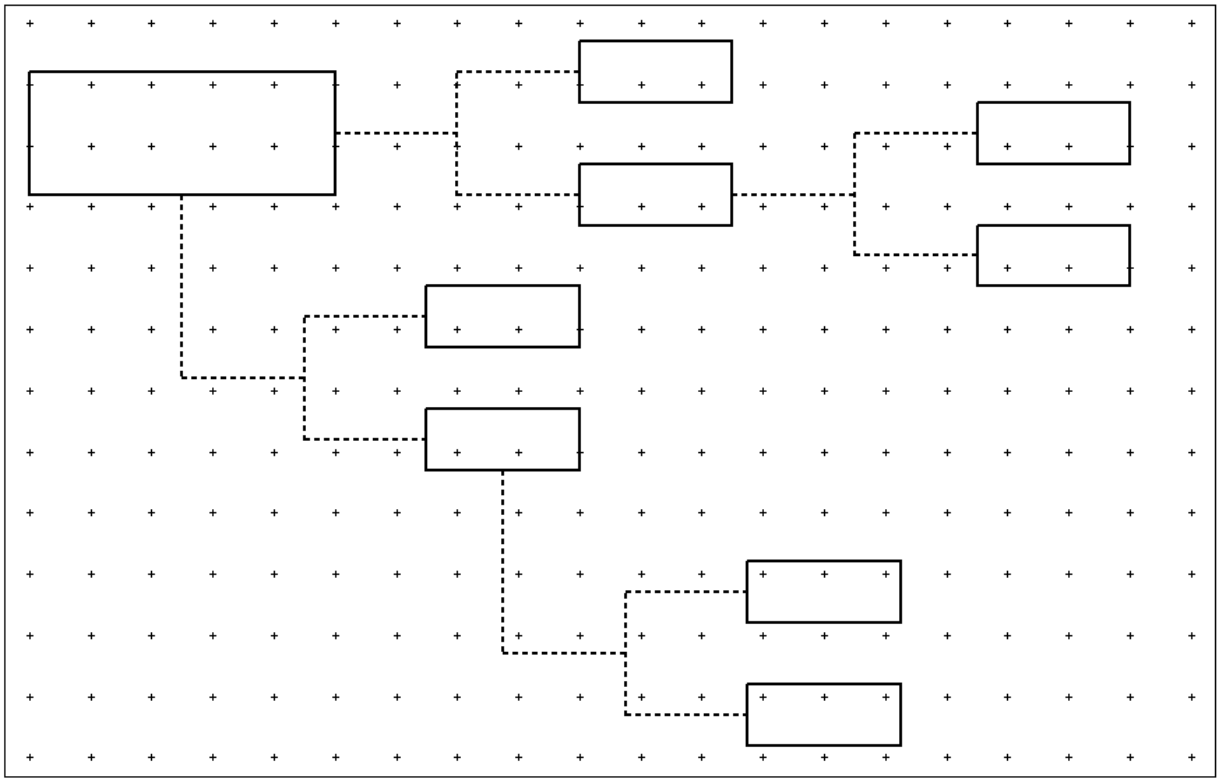

Figure 3-Lab 3
4. Draw figure 3-lab 3. Use PLACE BLOCK, PLACE LINE, and COPY ELEMENT commands. Use the PRIMARY TOOLS menu for different line style and weight. Make these whatever size you prefer.